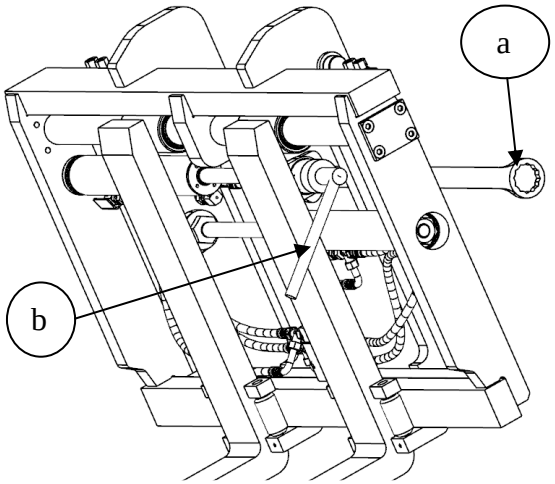
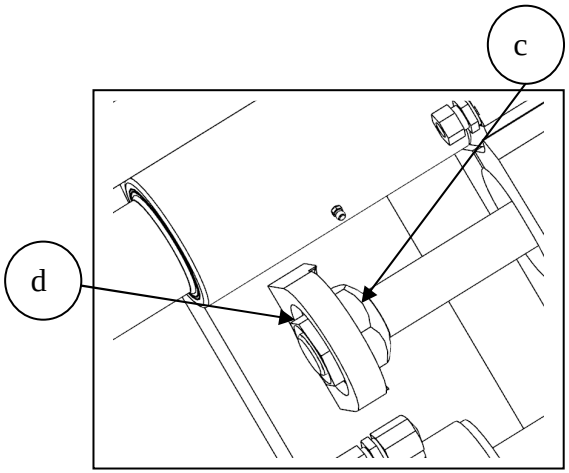

Fig.004
Fig.005
2.3.1 Tighten nut "c" on the pulling lug with hex wrench "a" and loosen the front nut "d" with the socket wrench "b". (Fig.004, Fig.005)